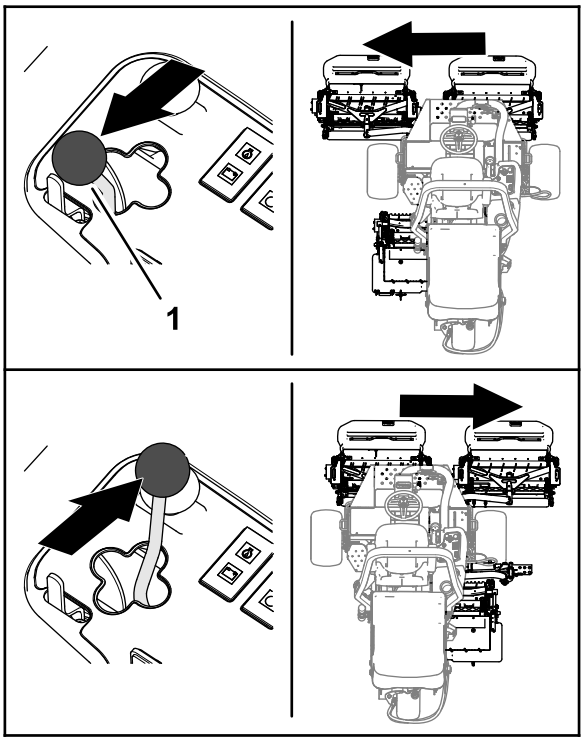

Figur 47
2. Dra klippenhetens växelspak åt vänster eller höger för att flytta klippenheterna åt vänster eller höger (Figur 47).